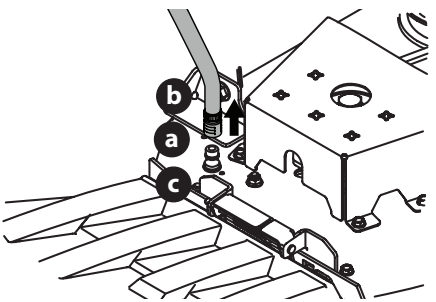

Fig. 29
3. Tirez sur le collier d'arrêt (a) de l'adaptateur de buse (b), puis poussez l'adaptateur de buse sur la buse de nettoyage du plateau (c). Relâchez le collier d'arrêt pour verrouiller l'adaptateur de busesur la buse de nettoyage du plateau (Fig. 29).